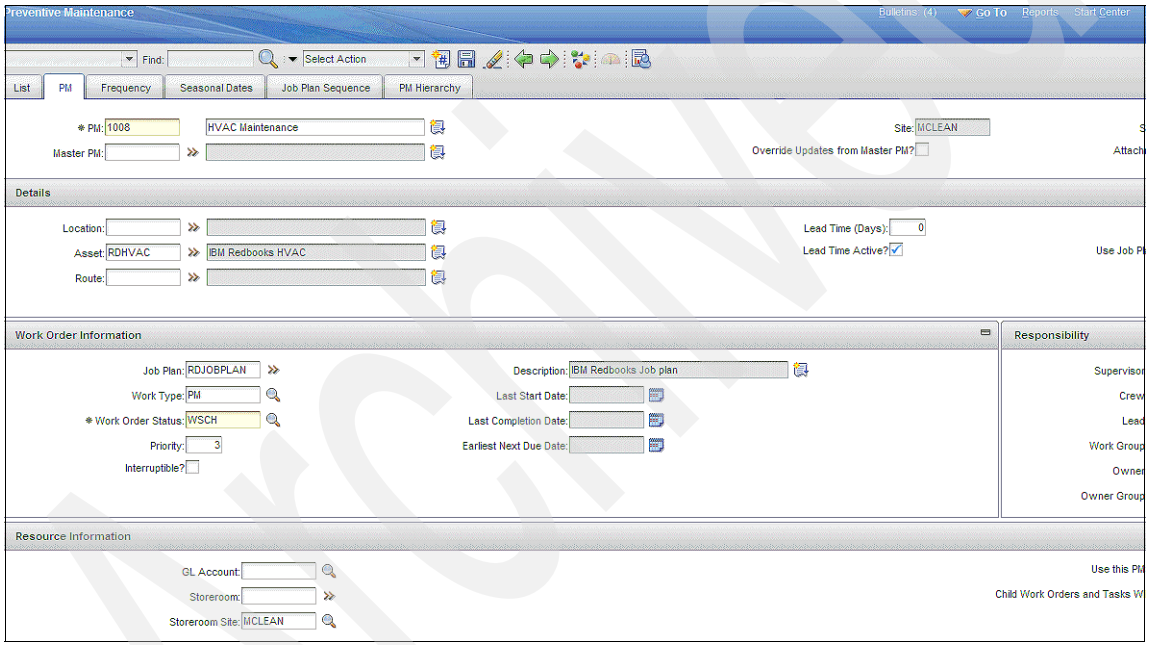

Figure 9-2 Preventive maintenance
3. Change the status to Active. The preventive maintenance record will look similar to Figure 9-2.